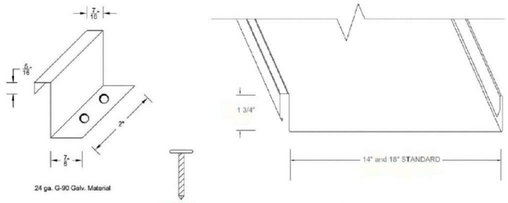

FIGURE 3—SL-1750 PANEL
- SL-1750: This profile is formed to 14- or 18-inch-wide (356 or 457 mm) panels, with $1\frac{3}{4}$-inch-high (44 mm) snap-locking seams. See Figure 3.